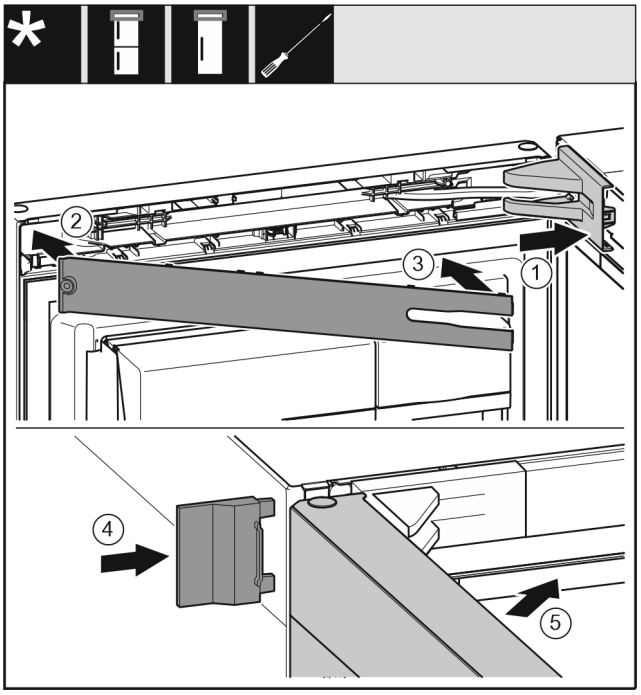

Fig. 26
▶ Așezați capacul suportului de lagăr *Fig. 26 (1)* și fixați în poziție, după caz, despărțiți cu precauție prin apăsare.
▶ Aplicați masca *Fig. 26 (2)*.
▶ Pivotați spre interior placa *Fig. 26 (3)* și fixați-o în poziție.
▶ Montați capacul exterior *Fig. 26 (4)*.
▶ Închideți ușa superioară *Fig. 26 (5)*.